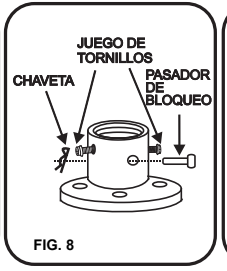

FIG. 8
Paso4. Afloje los tornillos fijo de la parte superior de la conexion del ensamblaje del motor. Quite la chaveta de seguridad y la chaveta. (Fig. 8)